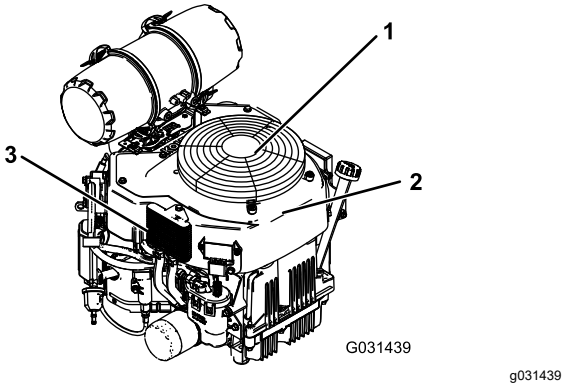

Figure 74
3. Enlevez la grille d'entrée d'air et le carter du ventilateur (Figure 74).
5. Reposez la grille d'entrée d'air et le carter du ventilateur (Figure 74).